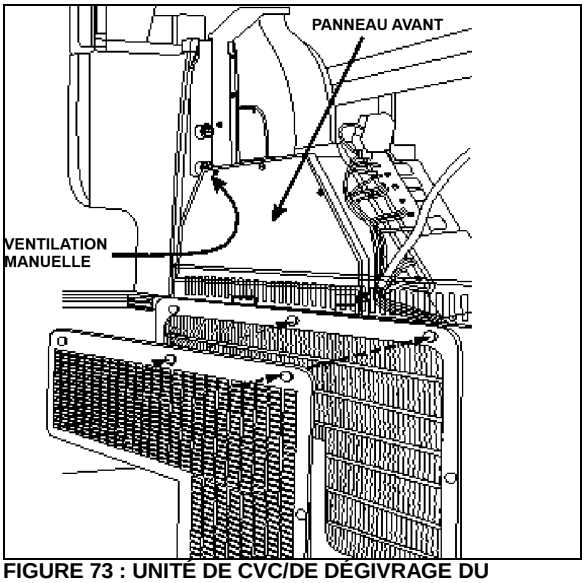
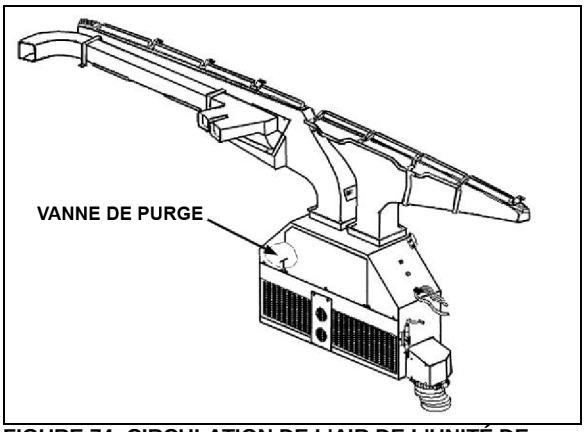
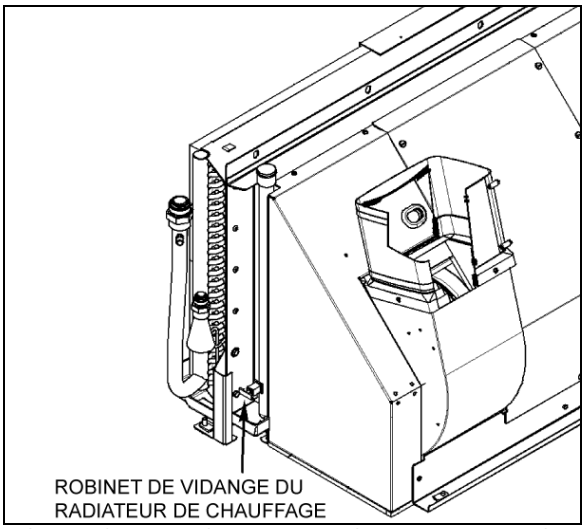

FIGURE 73 : UNITÉ DE CVC/DE DÉGIVRAGE DU CONDUCTEUR
FIGURE 74: CIRCULATION DE L'AIR DE L'UNITÉ DE CONDUCTEUR
FIGURE 79: EMPLACEMENT DU ROBINET DE VIDANGE DU RADIATEUR DE CHAUFFAGE
L'air neuf entre par l'arrière des phares de droite (séries H3) ou par la boîte de répartition d'air sous le compartiment de service avant (séries X3) et pénètre dans la boîte de mélange par l'intermédiaire d'un clapet qui peut s'ouvrir et se fermer. Le retour d'air entre par la console de droite dans la boîte de mélange. (Figure 74) Le mélange d'air passe par les serpentins de refroidissement et de chauffage, par les ventilateurs et par les tuyaux d'évacuation.
4. Depuis l'intérieur du véhicule, démonter les deux panneaux de finition à l'avant de l'unité. Enlever les trois vis qui fixent le panneau avant de l'unité. Ouvrir le robinet de vidange situé à de l'unité du conducteur. (Figure 74). Pour un drainage plus efficace, ouvrir l'évent manuel situé du côté conducteur de l'unité de CVC, s'il y en a un (FIGURE 73).
4. Ouvrir le robinet de vidange en bas du radiateur de chauffage (Figure 79). Il est possible de détacher un raccord de flexible en haut du radiateur de chauffage afin de laisser l'air entrer pendant la vidange. Le robinet de vidange principal du radiateur de chauffage se trouve dans le compartiment de l'évaporateur. Pour accéder à la soupape sur les véhicules de série X, ouvrir la porte du compartiment à bagages situé en face du compartiment de l'évaporateur (côté gauche). Ouvrir le panneau d'accès au compartiment de l'évaporateur.
Il est nécessaire de purger l'air du système de chauffage lorsque le système de chauffage a été vidangé et rempli ou après un manque de liquide et un ajout. Repérer le robinet de purge illustré à la Figure 74 et à la Figure 79, l'ouvrir et le maintenir ouvert jusqu'à ce qu'il n'y ait plus d'air qui sorte des tuyaux. Pour un drainage plus efficace, ouvrir l'évent manuel situé du côté conducteur de l'unité de CVC, s'il y en a un (FIGURE 73).